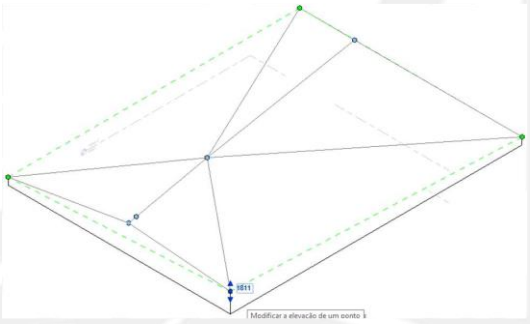

*Figura 287 – Alças verdes*
4. Alças verdes conforme Figura 287 estão disponíveis para edição;